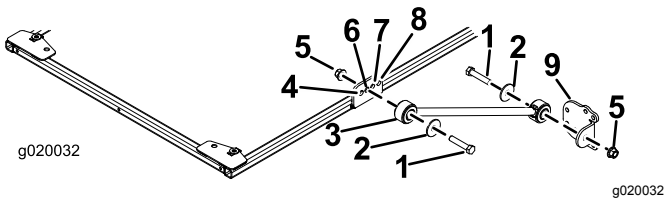

Figur 31
2. På hver side af solskærmens ramme skal du løst fastgøre en afstiver i det andet hul i afstiverbeslaget med en bolt (1/2 x 2-1/2 tommer), en spændeskive (1/2 tomme) og en flangemøtrik (1/2 tomme) som vist i Figur 31.
3. Fastgør løst et afstiversbeslag på hver afstiver med en bolt (1/2 x 2-1/2 tommer), en spændeskive (1/2 tomme) og en flangemøtrik (1/2 tomme) som vist i Figur 31.